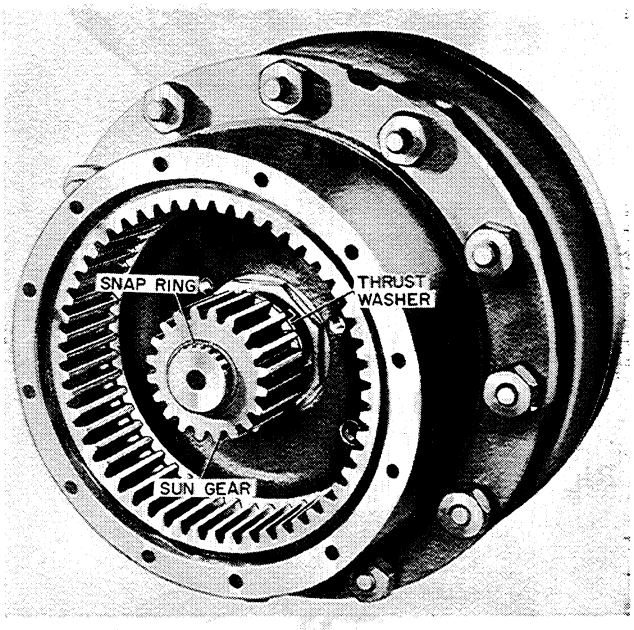

Figure U-59
2. Then install the sun gear thrust washer, sun gear and snap ring onto the axle shaft, Figure U-59.